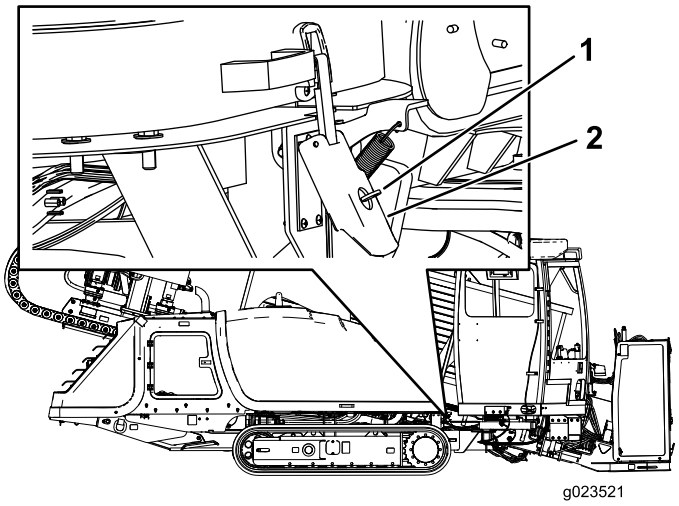

Rysunek 66
2. Unieść zatrzask w sposób pokazany na Rysunek 66.
Informacja: Upewnić się, że kluczyk jest ustawiony w OTWARTEJ (poziomej) pozycji, jak na Rysunek 66.